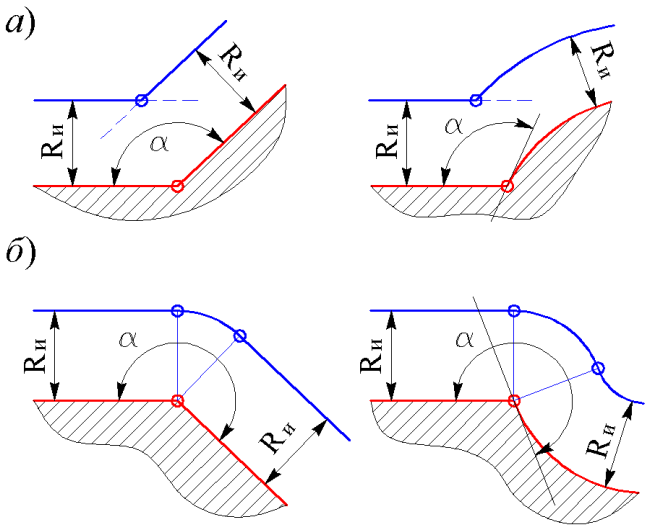

Рис. 3. Способы соединения элементов эквидистанты
1) при $\alpha \leq 1801$ геометрические элементы эквидистанты соединены точкой их пересечения (рис. 3, *а*);
2) при $\alpha > 1801$ геометрические элементы эквидистанты соединены дугой окружности радиусом , центр которой расположен в соответствующей опорной точке контура детали (рис. 3, *б*).